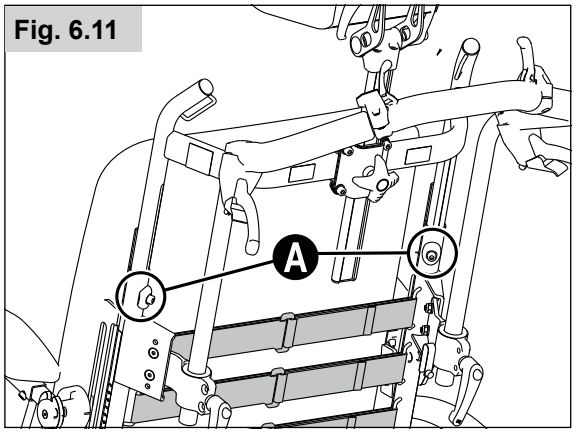

Fig. 6.11
6.10 Ajuste da altura do encosto (Fig. 6.11)